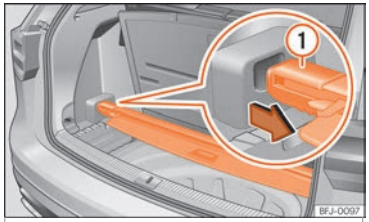

Fig. 154 Sotto il piano del bagagliaio: riporre il pianale del bagagliaio.
• Collocare il pianale del bagagliaio nel supporto previsto a tal fine ››› fig. 154. »